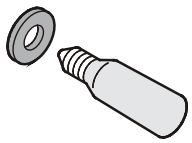

Figure 16
3. Remove the defective bulb. Make sure the seal (***Fig. 16***) is placed on the new bulb before installing it.